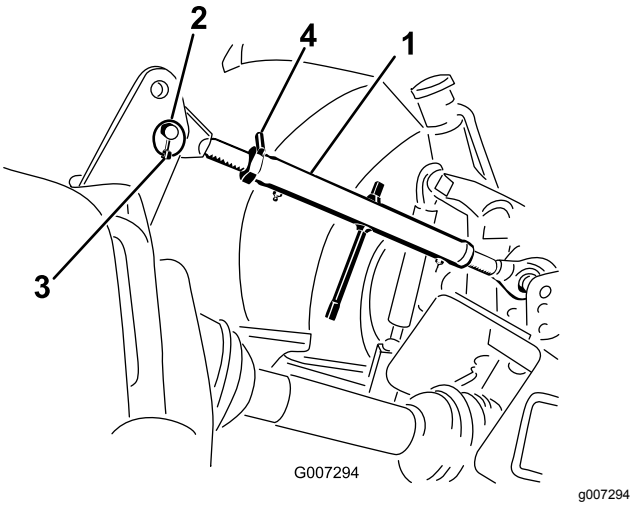

Figur 8
1. Koble den øvre leddarmen til det nedre hullet i braketten og fest den med leddtappen og ringstiften (Figur 8).
3. Roter den øvre leddarmen for å stramme koblingen. Juster den til fronten av luftemaskinens ramme står i 90 graders vinkel fra horisontal (Figur 8).